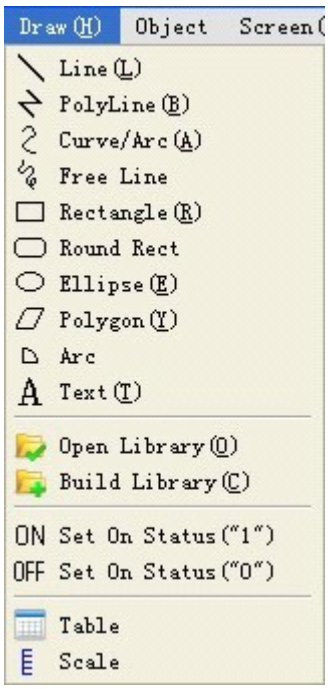

Рисунок 2-31: Меню «Draw»
Это меню, главным образом, используется для рисования картинок. SKWorkshop предлагает Line (L), Polyline (B), Curve/Arc (A), Free line, Straight Connection Line, Curve Connection Line, Rectangle (R), Ellipse (E), Polygon (Y), Text (T), Open Library (O), Build Library (C), Set ON Status, Set OFF Status, Table и Scale. Это меню также может использоваться для открытия и закрытия панели инструментов. Значок “√” справа от команды показывает, что панель инструментов отображена на экране. Используя картинки, встроенные в меню «Tool», разработчики свободно могут изменить цвет, текст, размер и положение этих элементов. Смотрите рисунок 2-31.